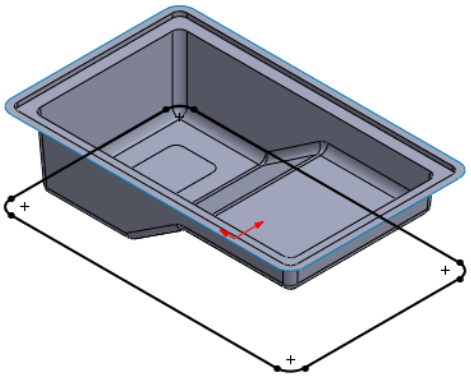

Figure 21-41 *Sketch for the cavity*
9. Create the sketch on the newly created plane for creating the solid cavity with help of the **Convert Entities** tool, as shown in Figure 21-41.